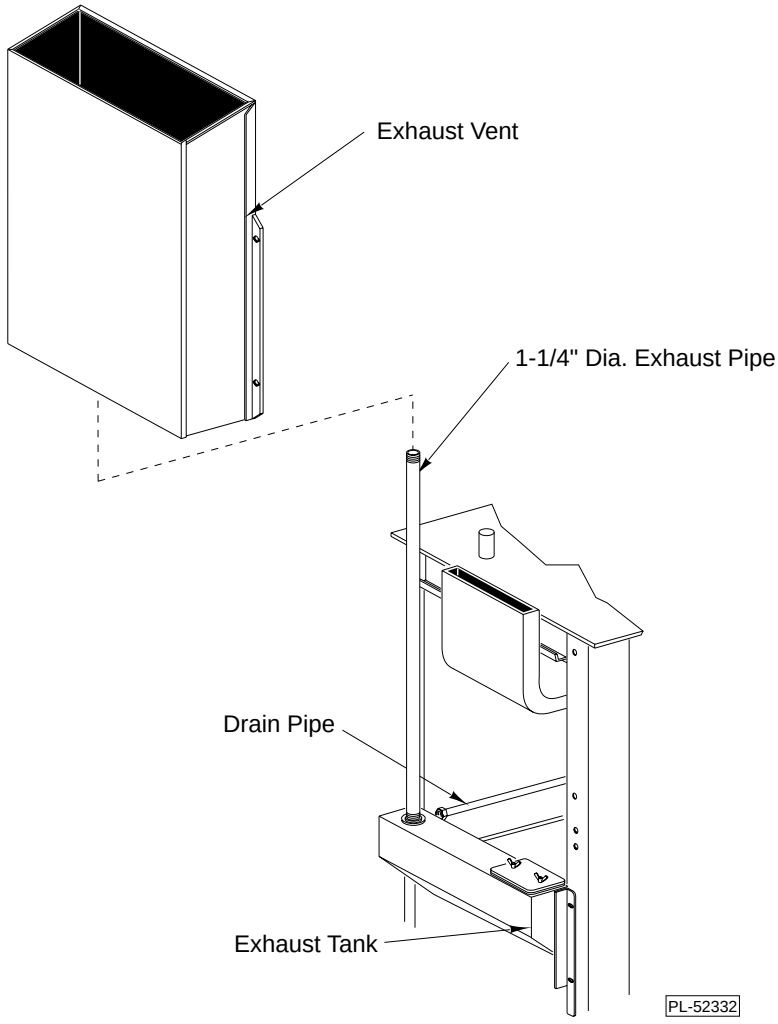

Fig. 29
1. Remove 4 screws holding exhaust vent in place (Fig. 29) and lift exhaust vent up.
2. If exhaust pipe (Fig. 29) hinders removal of the exhaust tank, unscrew pipe and remove it.
3. Disconnect the drain pipe (Fig. 29) that runs from the pressure regulator housing to the exhaust tank at the union.
5. Remove 4 screws holding exhaust tank in place (see Fig. 29) and remove exhaust tank.